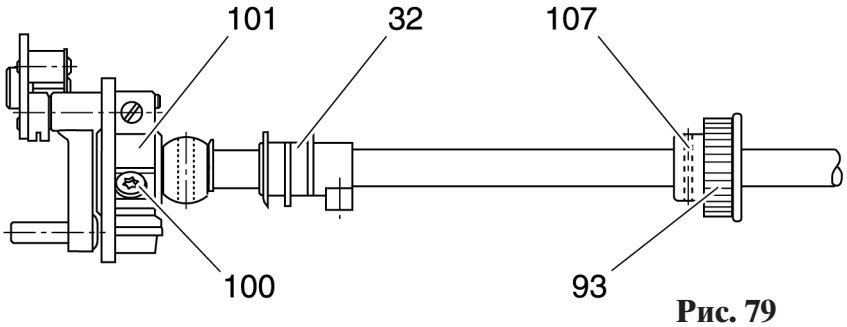

Рис. 79
- Поворачивайте маховое колесо до тех пор, пока крепежный винт управляющей втулки 32 с позиционным датчиком не будет обращен вниз (рис. 79).
- Переведите кривошип главного вала в положение, показанное на рис. 79.